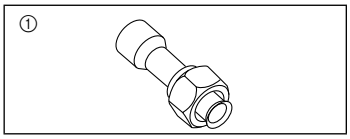

Fig. 1-1
1.6. Принадлежности наружного прибора (Fig. 1-1)